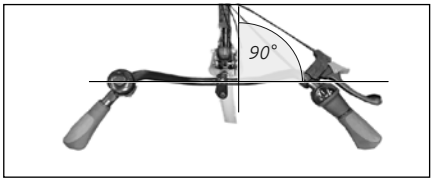

Fig. :24
3. Réglez l'orientation du guidon de manière à ce qu'il forme un angle de 90° avec la roue avant *(voir « Fig. :24 »).*